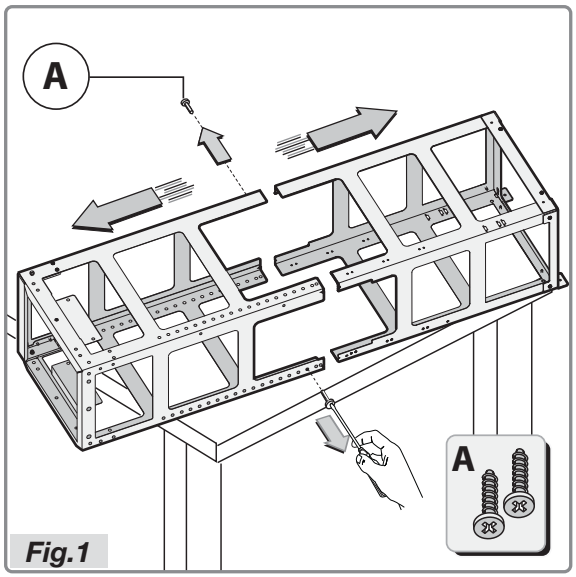

Fig.1
- Unpack the structure and remote the two screws **A** to separate the top part from the bottom one (Fig.1).